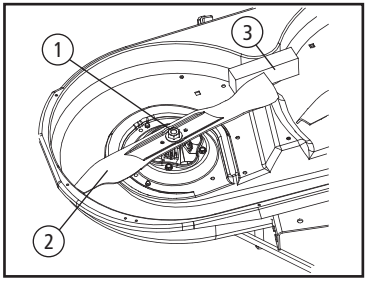

Fig. 31
- Use uma chave 15/16" para remover a porca (1) na parte superior do conjunto do eixo que segura a lâmina (2). Um bloco de madeira (3) pode ser colocado entre o alojamento da bandeja e a borda da lâmina (2) para auxiliar a soltar a porca que segura a lâmina [Fig. 31].
- Quando reinstalar as lâminas (2), certifique-se que as mesmas estão instaladas de maneira que as pontas estejam direcionadas ao topo da bandeja.
- Aperte as porcas (1) das lâminas.